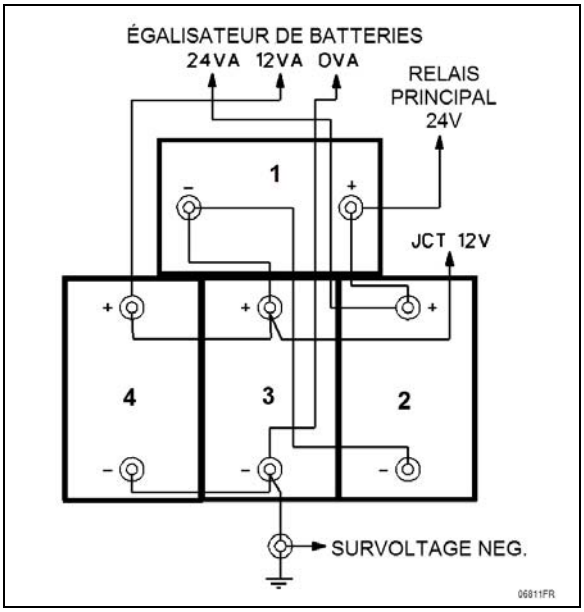

FIGURE 11 : CONNEXIONS BATTERIES 3 (PLOMB-ACIDE STANDARD DU GROUPE 31)
Le véhicule est équipé de quatre (4) batteries de 12V d'usage intensif connectées en un arrangement série-parallèle (**FIGURE 11**).
Si votre véhicule est équipé d'un système de gestion de l'énergie PRIME, il est muni de quatre (4) batteries AGM (à fibre de verre imprégnée d'électrolyte) de 12 volts montées en série parallèle (**FIGURE 11**).